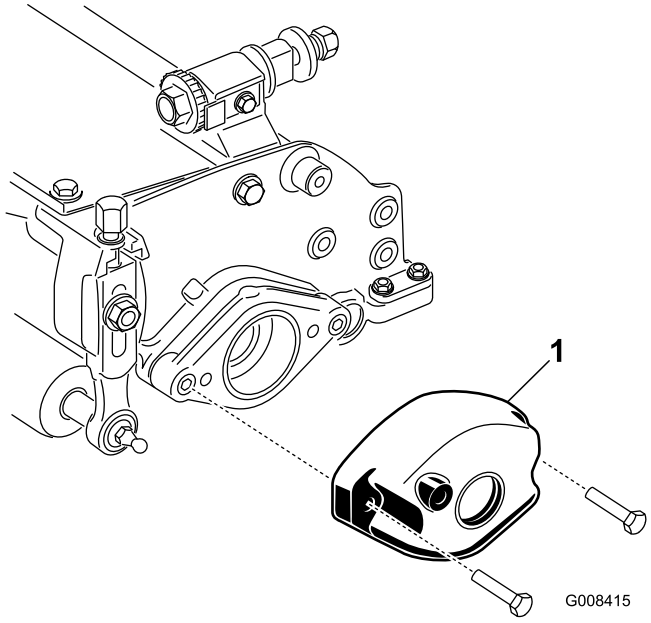

Bild 2
5. Nehmen Sie die zwei Schrauben und Muttern ab, mit denen das Gegengewicht links hinten an der Schneideinheit und dem Gegengewicht befestigt ist (Bild 2).